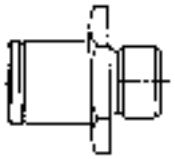

Fig. 69
a) the bolt Part No. 7114.96 (Fig. 69), the tractor being fitted with the hydraulic power lift only;
b) the bolt Part No. 7336.70 (Fig. 69), eventually, the tractor being fitted with the hydraulic clutch release besides the hydraulic power lift;